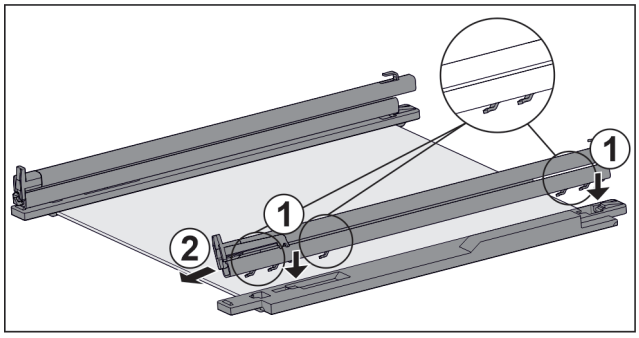

Fig. 138 Glass shelf with rails and retaining parts
▶ Place rail hooks onto the openings of the **left** retaining part. *Fig. 138 (1)*
▶ Push rail forwards. *Fig. 138 (2)*
▶ Place rail hooks onto the openings of the **right** retaining part. *Fig. 138 (1)*